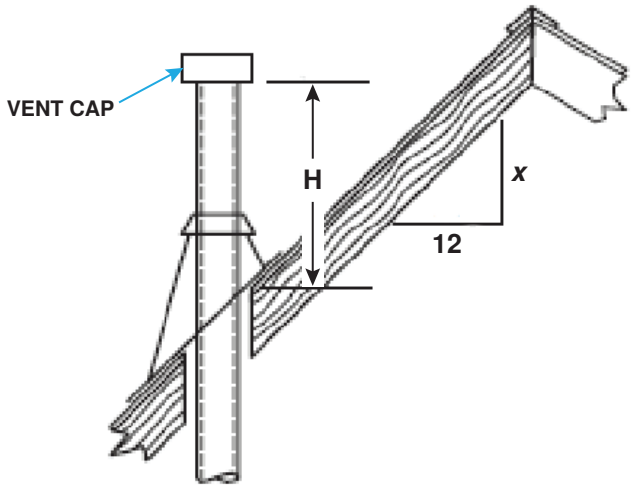

**Figure 12. Double-Wall Vertical Vent Height Based on Roof Pitch**
b. **Vent is <8 feet (<2.44 meters) horizontally from any vertical wall or obstruction:** terminate the vent in accordance with **Figure 12** and **Table 12**.
| Variable *x* (See Figure 12) = Roof Pitch Numerator (Inches)* | | | | | | | | | | | |
| Dimension H (See Figure 12) = Minimum Height to Lowest Discharge Opening (Feet (Meters)) | | | | | | | | | | | |